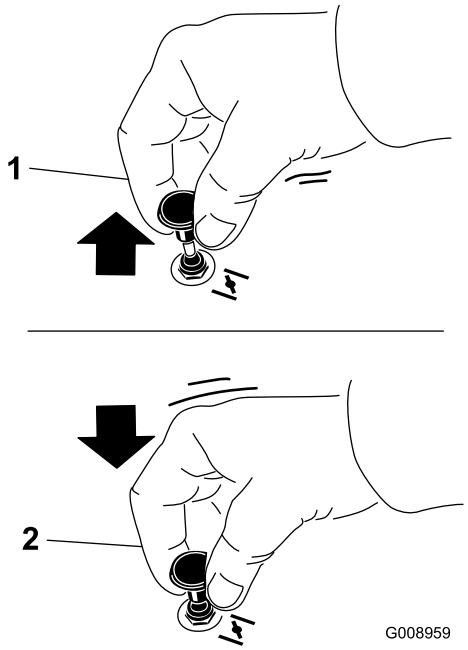

Figura 16
2. Tire hacia arriba del mando para engranar el estárter antes de girar la llave del contacto (Figura 16).
3. Presione hacia abajo el control del estárter para desactivar el estárter después de que el motor arranque (Figura 16).